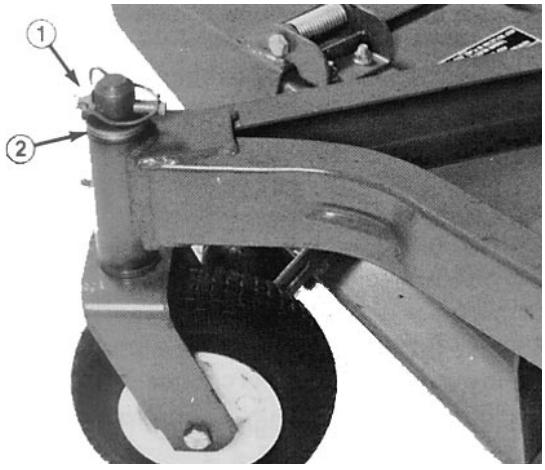

Afbeelding 12
4. Steek de drevel in de boven- of onderkant van de montagebuis en sla de lagerbus uit de buis (Afb. 12). Sla ook de andere lagerbus uit de buis. Reinig de binnenkant van de buis.